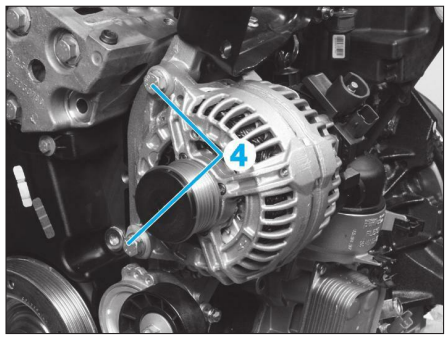

**Fig. 8**
• Déposer les vis (4) puis l'alternateur **(Fig.8)**.